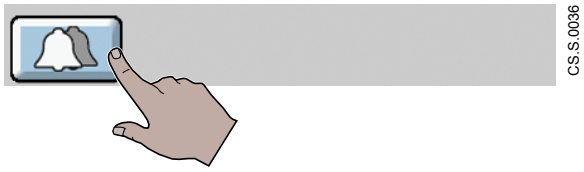

Figure 7-5 Selecting Recent Alarms
1. Select the **Recent Alarms button** (see Figure 7-5).